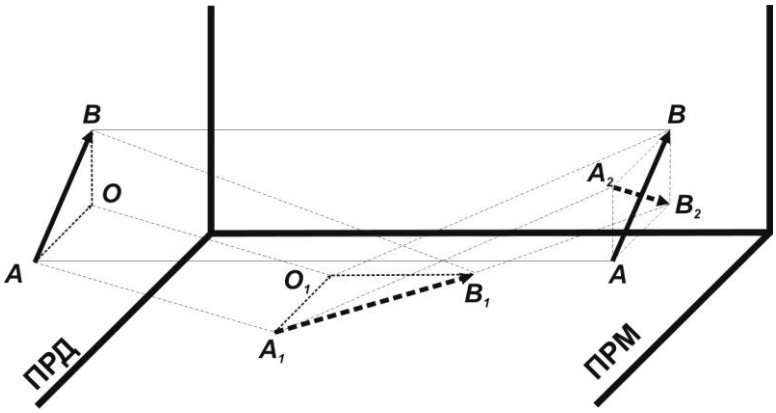

Рис. 6.2
6.1.1.2 Принцип работы извещателя с наклонной ориентацией вектора поляризации запатентован («Радиоволновой способ обнаружения объектов», Патент РФ №2348980). Плоско поляризованное электромагнитное поле (ЧЗ) формируется между БПРД и БПРМ в виде вытянутого эллипсоида вращения, причем вектор поляризации АВ формируется под углом ≈ 45° по отношению к прилегающим поверхностям (земле, заграждению и др., см. рис. 6.2). Отраженные от поверхностей волны (вектор А2В2) попадают